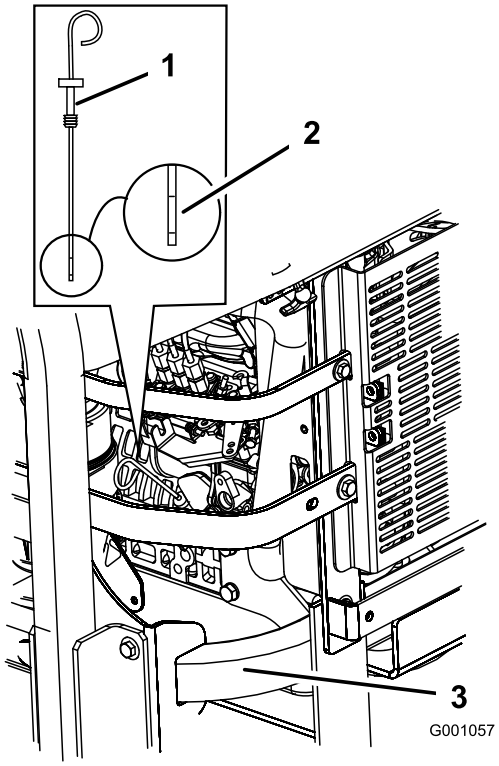

Figur 38
3. Gör rent omkring oljestickan (Figur 38) så att smuts inte kan falla ned i påfyllningshålet och orsaka motorskador.
4. Dra ut oljestickan och torka av metalländen (Figur 38).
5. Stick ner oljestickan helt i påfyllningsröret. Dra ut oljestickan och titta på metalländen (Figur 38). Om oljenivån är låg häller du långsamt i tillräcklig mängd olja i påfyllningshålet för att höja nivån till markeringen Full.